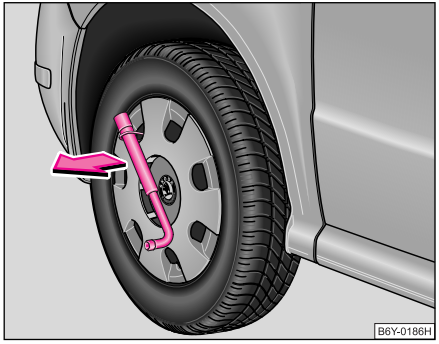

Fig. 153 Demontarea capacului de roată
– Introduceţi cheia de roată prin mâner, sprijiniţi cheia de roată şi trageţi capacul ⇒ fig. 153.